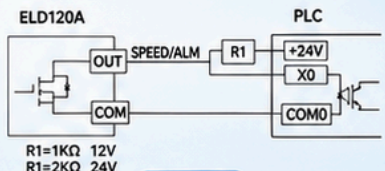

Figure 2
- Alarm output (default output mode): When the controller doesn't work, and the alarm code would be displayed on the displayer. When the OUT output port is set as alarm output, OUT and COM will be connected at this time, OUT port is low level---Figure 2.
- Speed output: When the motor is running, it will synchronize the current motor speed and output the corresponding frequency 1RPM=1HZ (please contact sales for setting)---Figure 2.